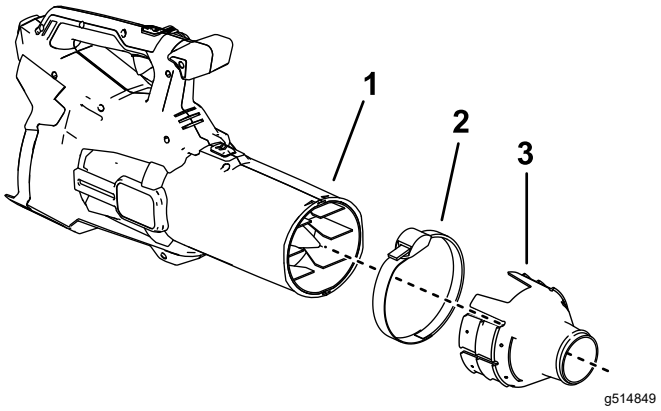

Rysunek 2
2. Zdejmij rurę dmuchawy, aby kołnierz mógł stykać się bezpośrednio z wylotem dmuchawy (Rysunek 2).